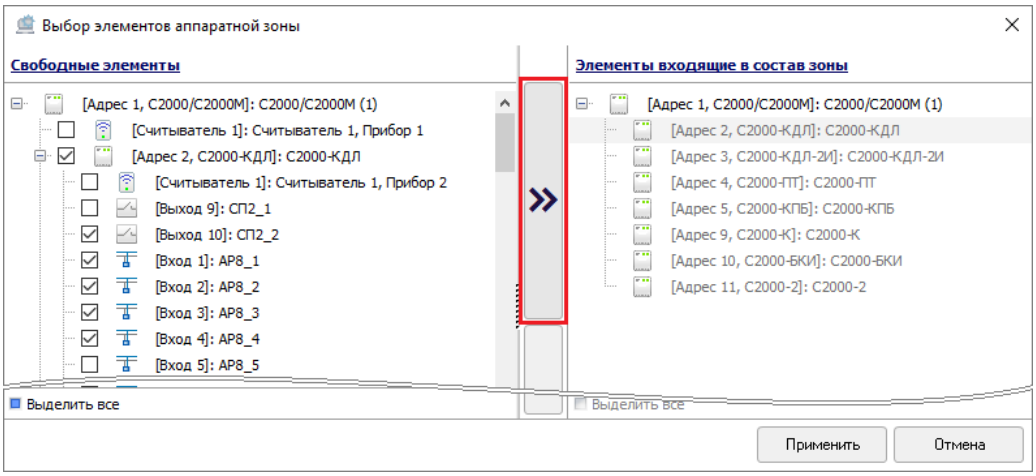

Рисунок 6-309 Добавление элементов и приборов в состав аппаратной зоны кнопкой переноса
– в поле «Свободные элементы» установите флаг в чек-боксах слева от тех элементов и приборов, которые необходимо выбрать как элементы, входящие в состав аппаратной зоны, и нажмите кнопку переноса » (см. Рисунок 6-309);